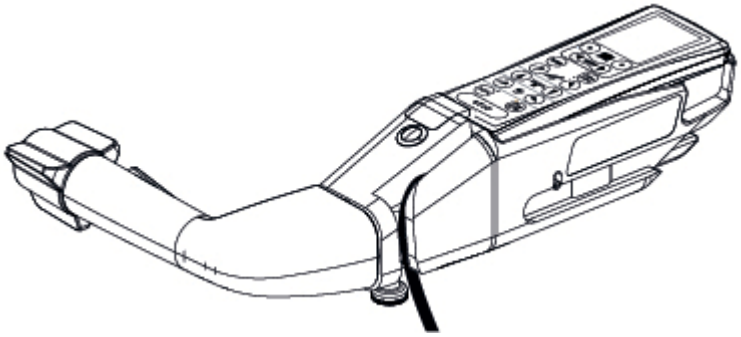

Figure 7-13. Installer la commande manuelle principale
3. Pousser la commande manuelle dans la poignée de transfert motorisée pour la fixer en place. Voir *Figure 7-13*.